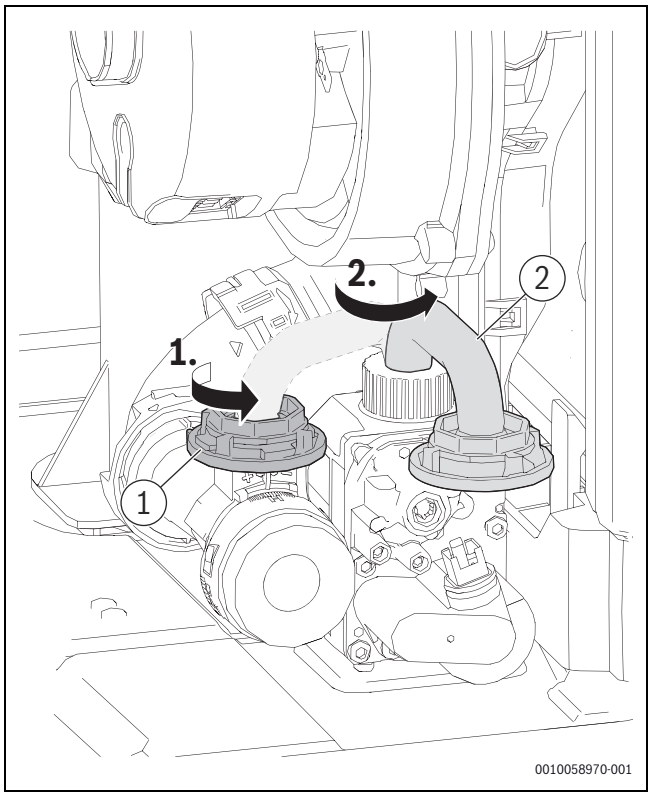

Bild 80 Verriegelung der Einstelldüse öffnen
- Um das kleine Gasrohr [2] wieder anzuschließen, Gasrohr nach links bewegen und Verriegelung der Einstelldüse [1] schließen (→Bild 80, Seite 62).